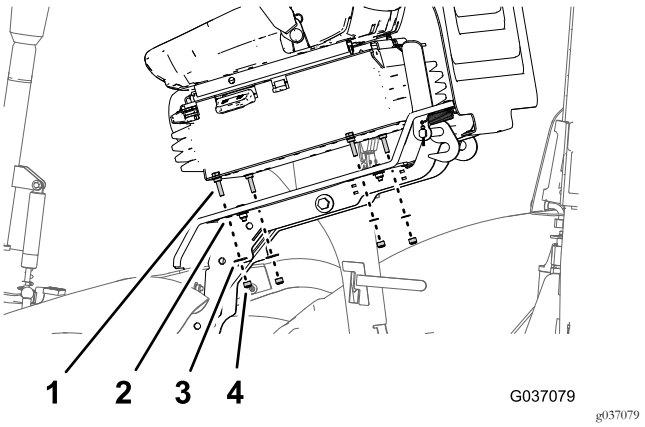

Figura 18
3. Allineate le 4 viti a testa cilindrica (8 x 25 mm) del nuovo sedile con i fori nella piattaforma dell'operatore (Figura 18).